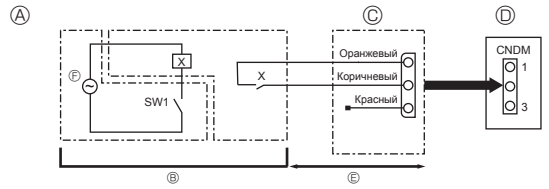

Fig. 8-1
8.1. Режим низкого шума (модификация “на месте”) (Fig. 8-1)